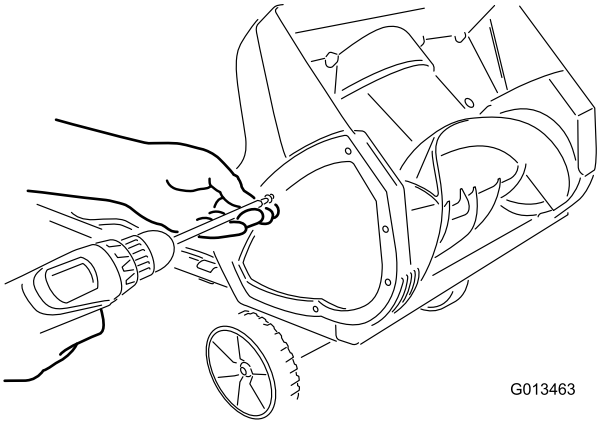

**Figur 15**
1. Ta bort skruvarna som håller fast den högra sidoplåten vid maskinens ram (Figur 15).